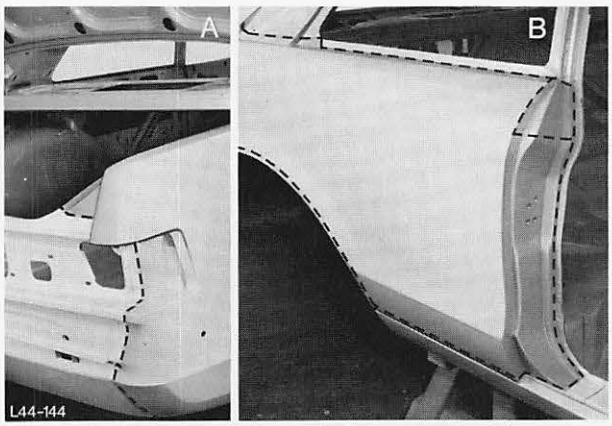

Abb. 156 Ansicht der auszutrennenden Seitenwand
11. Seitenwand an Seitenfenster, C-Säule unten und Kofferraumbrücke trennen, Abb. 156/157.